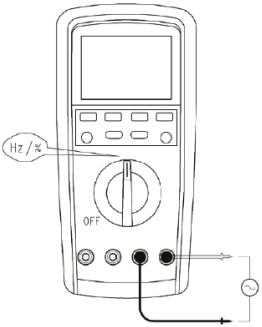

Рис. 8 Измерение частоты и коэффициента заполнения
7.7 Измерение частоты и коэффициента заполнения (только для переменного тока) (см. рис. 8)